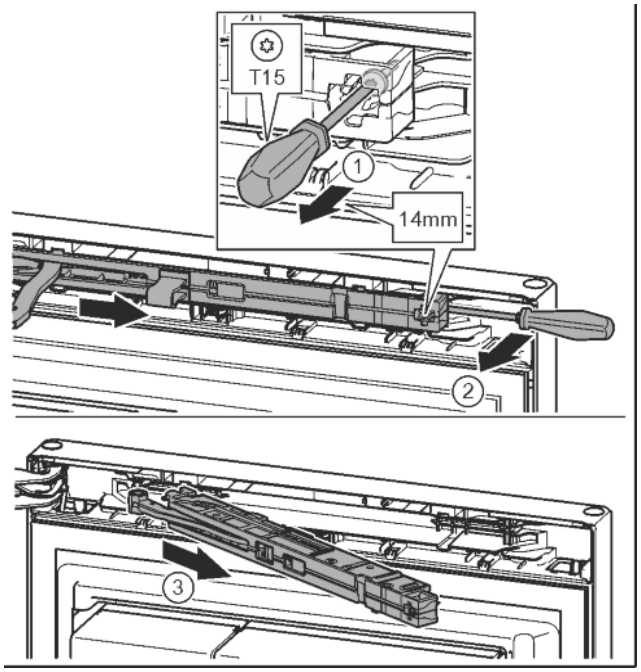

Fig. 12
- ▶ Undo the soft stop mechanism screw with a T15 screwdriver approx. 14 mm. *Fig. 12 (1)*
- ▶ Insert a screwdriver behind the soft stop mechanism on the handle side and rotate forwards. *Fig. 12 (2)*
- ▶ Remove the soft stop mechanism. *Fig. 12 (3)*